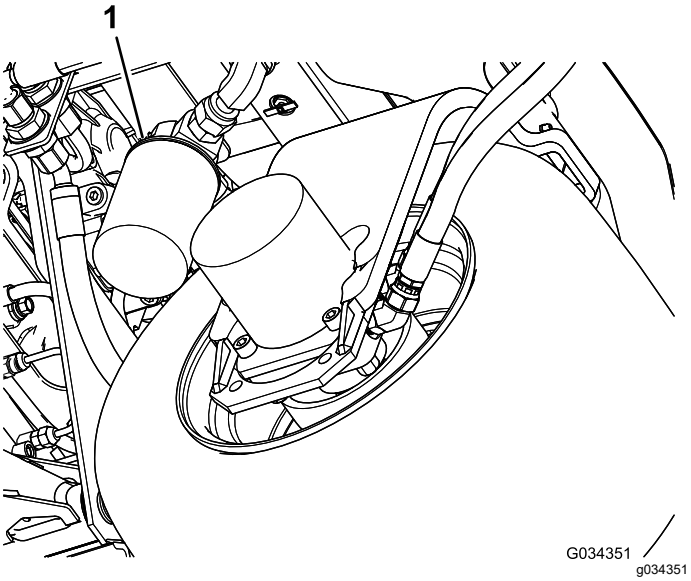

Figur 83
2. Rengjør området der filteret skal festes. Plasser et tappefat under filteret (Figur 83), og ta ut filteret.